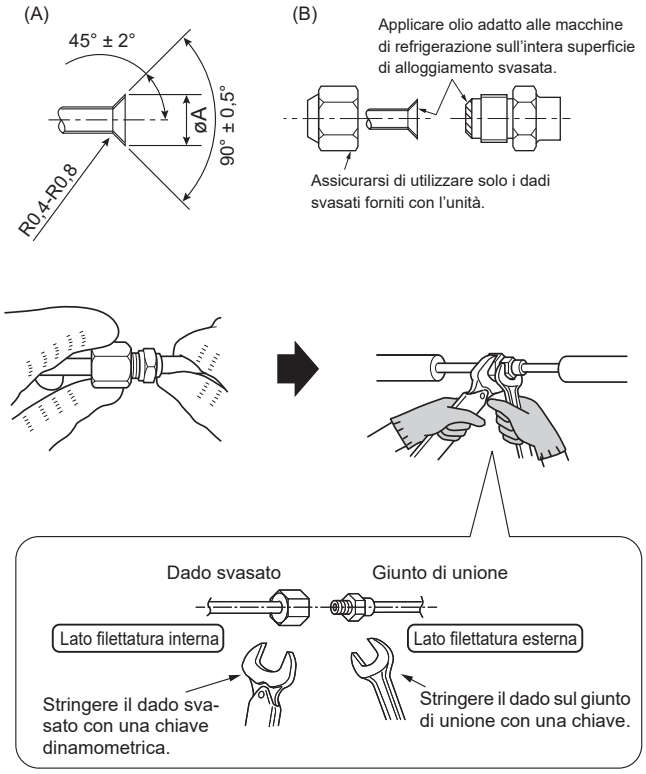

Fig. 4-1
4.2. Collegamento dei tubi (Fig. 4-1)